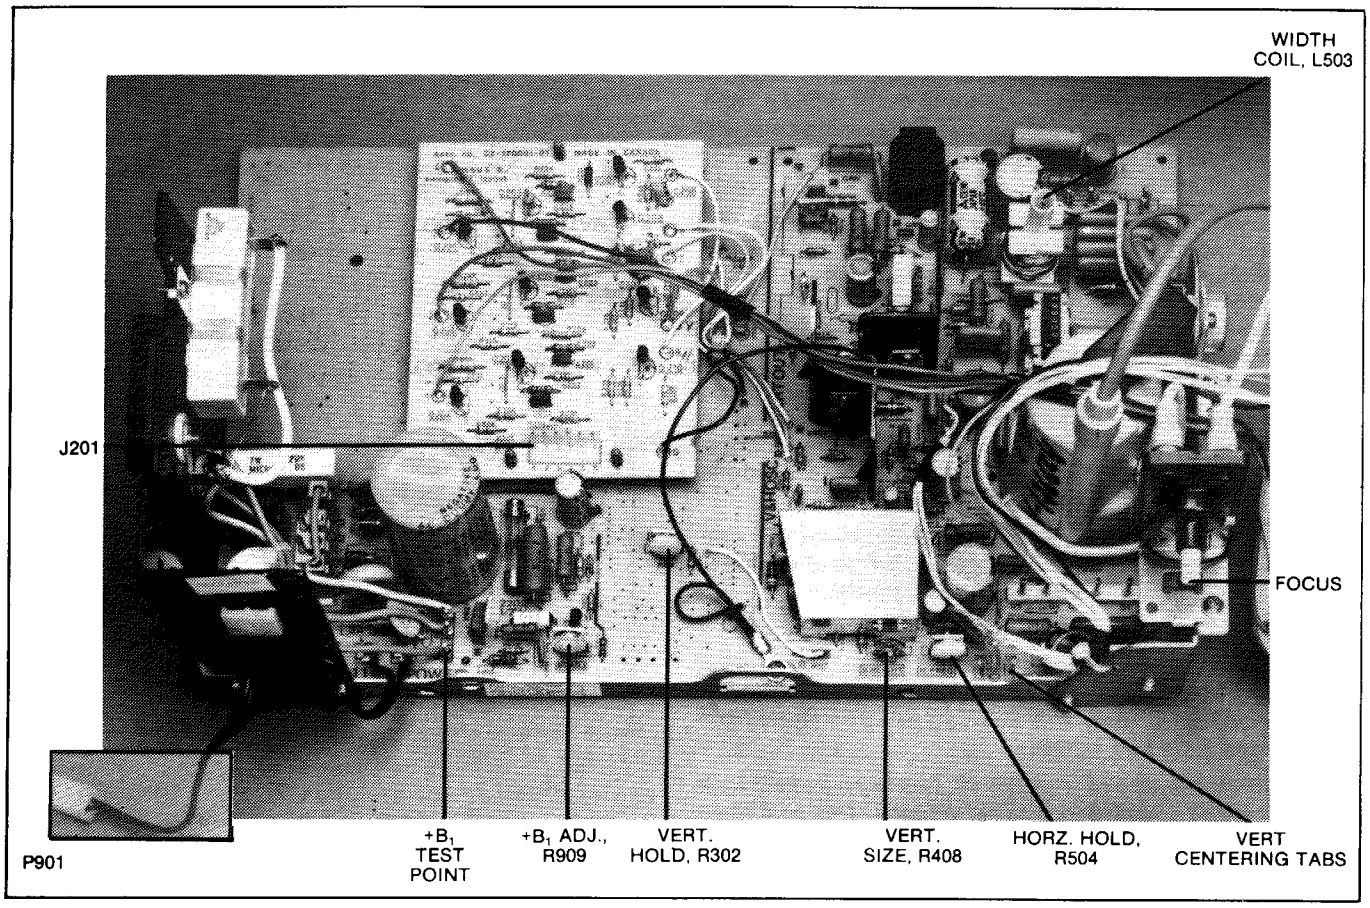

Figure 1
d) Adjust R909 for 120V. (See fig. 1)